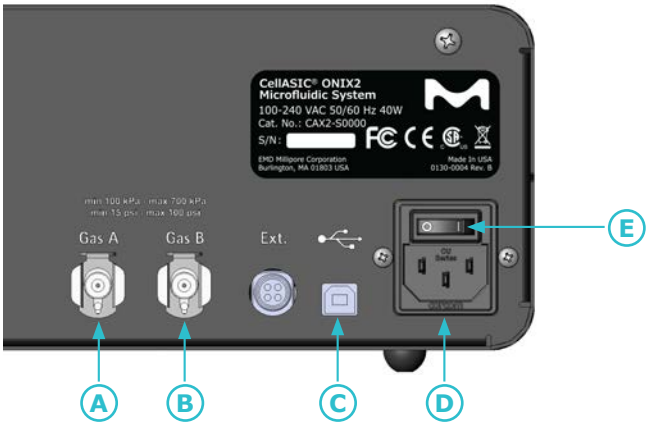

Figure 4. CellASIC® ONIX2 Microfluidic System back panel
2. Connect the power cord from a grounded electrical outlet to the system (D in Figure 4). The internal power supply accepts any voltage source between 100 and 240 VAC. Connect the USB cable from the computer to the USB port (C in Figure 4) on the back panel of the system.
3. If gas environmental control is desired, connect one or two premixed gas tanks to the back of the system into the ports l abelled Gas A (A in Figure 4) and Gas B (B in Figure 4) using the quick-connect fittings provided (Colder Products Co. 4 mm valved coupling insert part no. PMCD20025). The premixed gas input pressure must be regulated between 100 kPa and 700 kPa (15 psi and 100 psi). For easy setup, small premixed gas cylinders can be used (103 L or 112 L gas cylinders with a C10 connection). These will require the CellASIC® ONIX2 Premixed Gas Regulator accessory, cat. no. CAX2-ABR00.
6. Turn on the system power using the switch on the back panel above the power cord entry (E in Figure 4). The green Ready indicator (G in Figure 8) will light up when the unit is ready for operation.